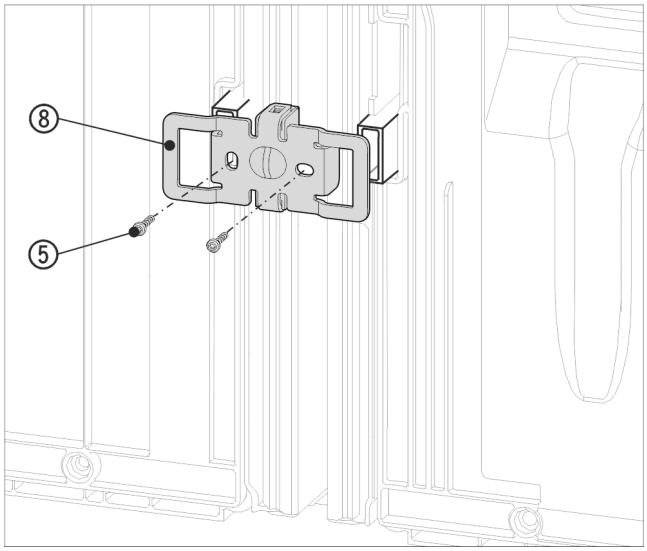

Fig. 19 Example illustration
▶ Slide the bracket *Fig. 19 (8)* on once more with the slots over the retainer for the wall spacers.
▶ Screw in tightly with the 2 screws *Fig. 19 (5)*.